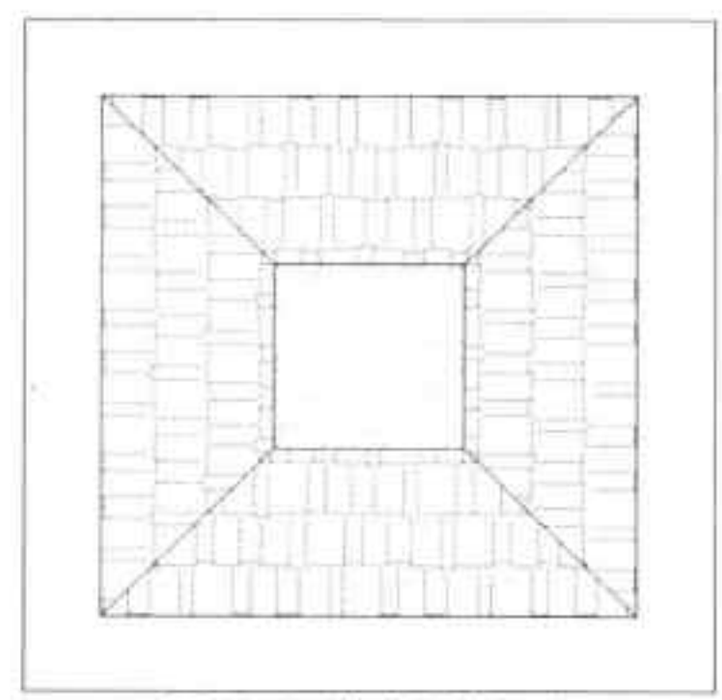

图20-8 填充剩余图形
Step 08 按照以上操作方法，完成剩余图形的填充，如图 20-8 所示。